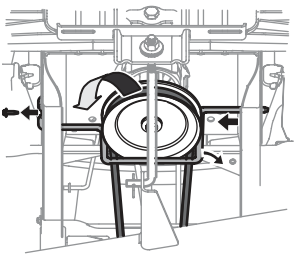

Fig. 42
5. Saque el tornillo hexagonal que asegura la varilla guardapoleas del motor al bastidor (Fig. 42).